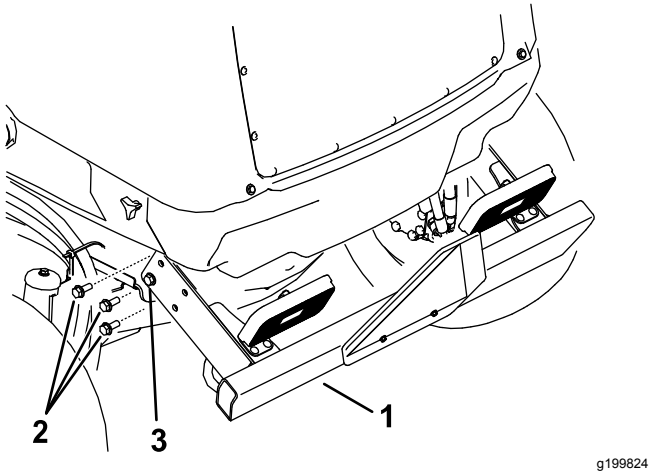

Bild 107
2. Entfernen Sie die drei Bundkopfschrauben von jeder Seite der hinteren Stoßstange, wie in Bild 107 abgebildet.
6. Heben Sie die hintere Stoßstange in die richtige Stellung an und setzen Sie die Bundkopfschrauben ein. Ziehen Sie alle Bundkopfschrauben an, mit denen die hintere Stoßstange am Rahmen befestigt ist (Bild 107).